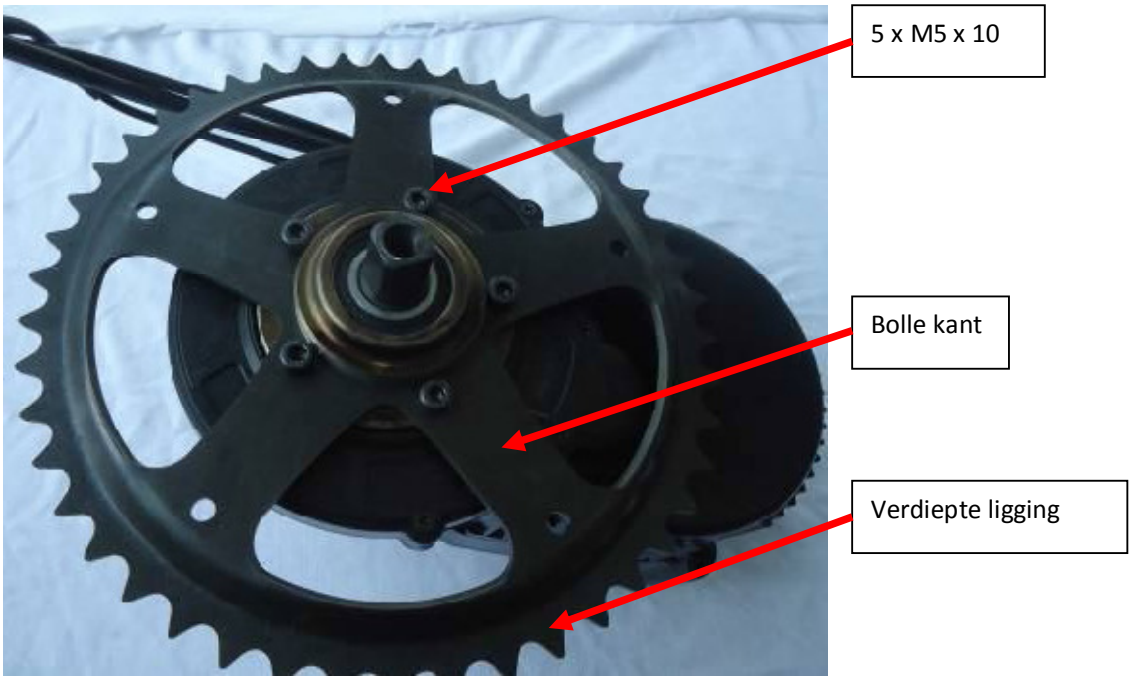

Afbeelding 1:
2. Bevestig het tandwiel met 5 stuks schroef M5 x 10, (zie afbeelding 1), bevestig het tandwiel deksel op het kettingblad met 5 stuks schroef ST3.9.